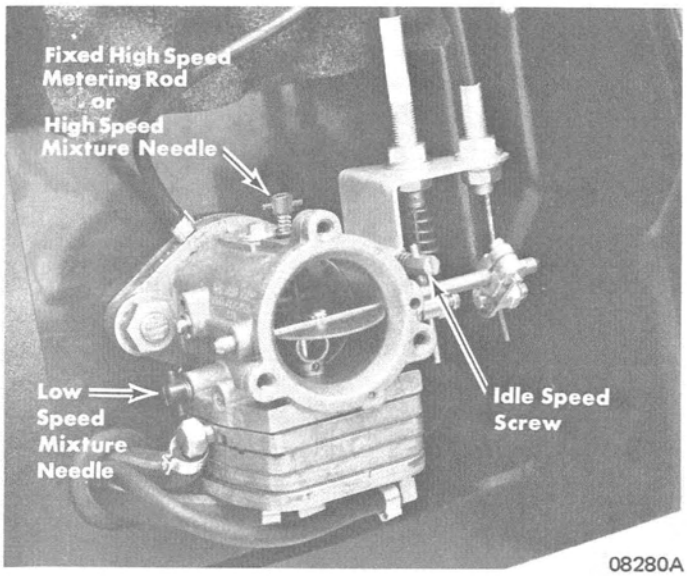

Figure 1. 340 S/R, 440 MAX (Chassis Serial No. 3709838 and Above), 440 M/X and 440 S/R Carburetor
1. Low speed mixture adjustment for an out-of-adjustment carburetor (or a carburetor that has not been run on engine) is one (1) full turn open. (Figure 1 or 3)
a. Turn idle speed screw outward (counterclockwise) until it no longer contacts carburetor throttle linkage. (Figure 1 or 2)
b. Turn idle speed screw inward (clockwise) until it "just touches" carburetor throttle linkage, then continue to turn inward one (1) turn.
2. Adjust idle speed screw (Figure 1 or 2) to attain recommended idle RPM (refer to "Specifications" Section 8). Turn idle speed screw inward (clockwise) to increase RPM or outward (counterclockwise) to decrease RPM.
3. With engine running at idle speed, turn low speed mixture needle outward (counterclockwise) until engine starts to "load up", slow down or fire unevenly, due to over-rich mixture. (Figure 1 or 3)
1. High speed adjustment is not required (carburetor is equipped with a fixed high speed metering rod). (Figure 1 or 3) Refer to "Specifications" Section 8 for metering rod sizes and specifications. Installation of a larger metering rod will result in a leaner fuel mixture at wide-open-throttle. A smaller metering rod will enrich fuel mixture at wide-open-throttle.